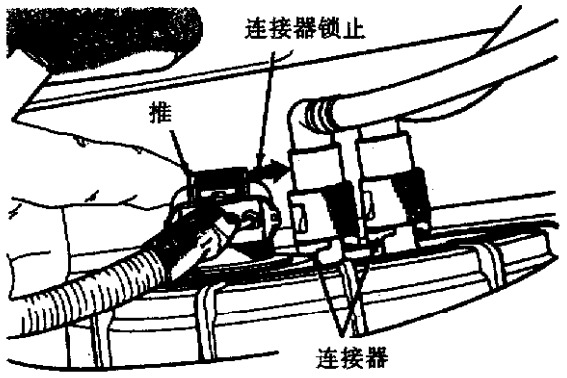

图4－15　燃油管线和泵连接器锁止
①拆下燃油注入器盖，释放燃油压力。
②断开蓄电池负极。
③将燃油虹吸软管插入燃油注入器并将它插入油箱。
④将油箱的油排空。
⑤将汽车顶起。
⑥用千斤顶支撑燃油油箱。将燃油箱的卡箍带螺栓拆下，轻轻放下油箱。
⑦清洗燃油箱组件周围区域和油箱并确保油箱无尘或无其他物质。
⑧用拇指和食指压下快速连接限位器将燃油泵组件上燃油线路断开(图4－15)。